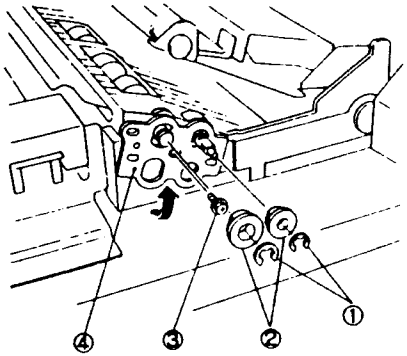

Рис. 3 NZM-0040
4. (Рис. 3 и 4): Переверните держатель ролика регистрации.